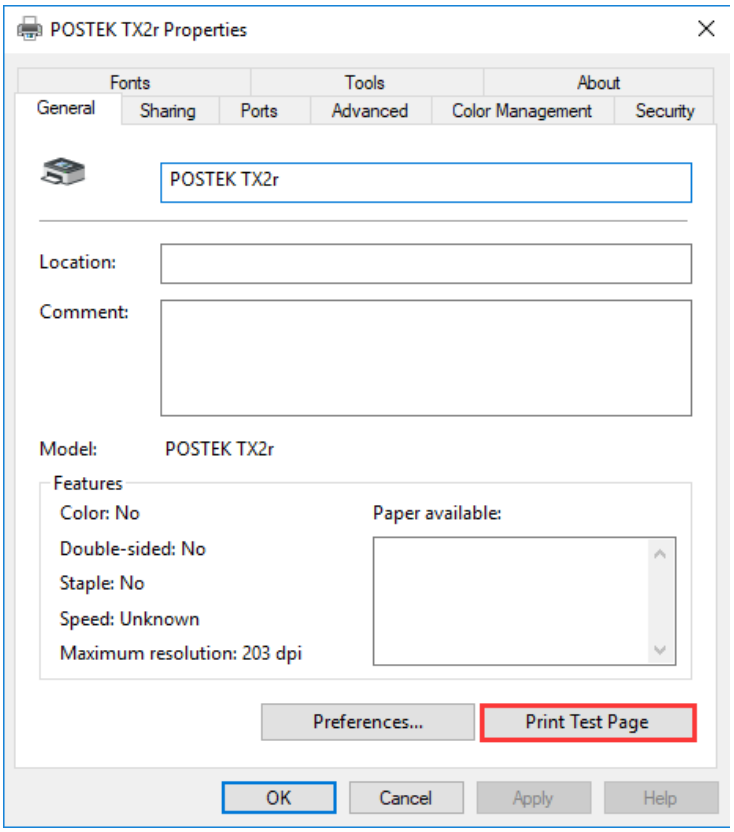

Figure 2-29 Print Test Page
9. Print a test page to see whether the printer is connected properly, as shown in Figure 2-29.